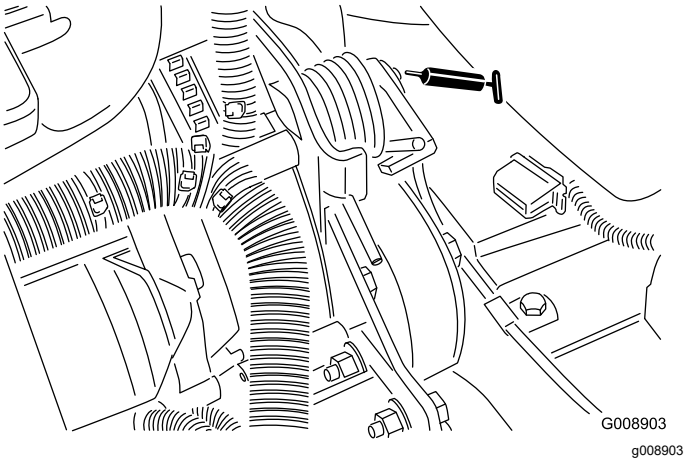

Figure 54
- Pivot de tension de courroie (Figure 54)